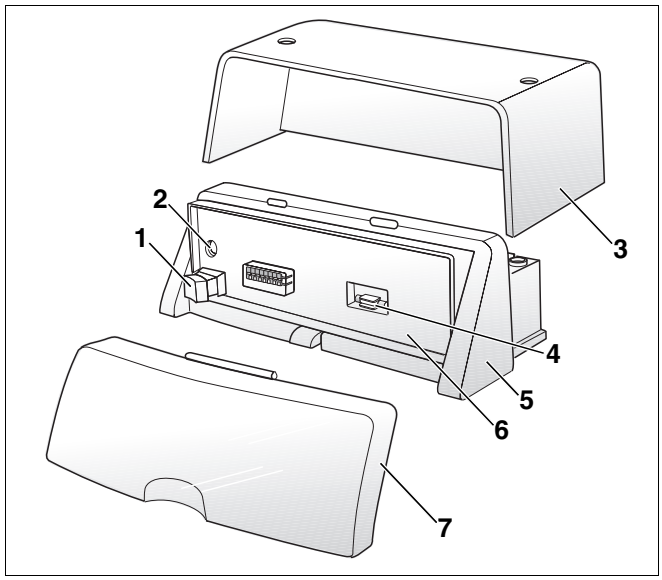

Рис. 1 Система управления Logamatic MC10
– Система управления (рис. 1, **поз. 5**)
– Пусковой выключатель (рис. 1, **поз. 1**)
– Предохранитель отопительной установки, за крышкой (рис. 1, **поз. 2**).
– Запасной предохранитель (рис. 1, **поз. 4**).
– Прозрачная крышка (рис. 1, **поз. 7**)
– Крышка (рис. 1, **поз. 3**)
- Открыть прозрачную крышку (рис. 1, **поз. 6**, стр. 5).